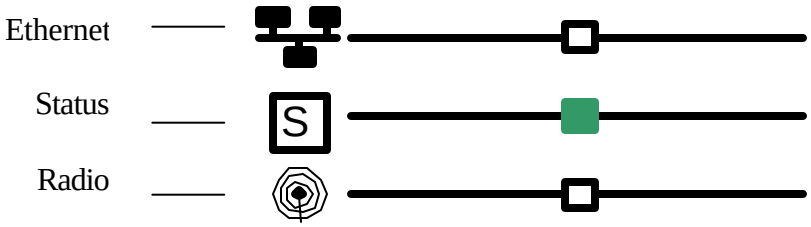

Figure 3-15 Wireless Bridge Top Panel
(2) There are also three LEDs on the top of the bridge. (Figure 3-15)
c. There are also three lights on the top of the bridge. They are visible just under the front of the second section of the CBM chassis. Figure 3-15.
(1) The center light (**Association Status**) indicates that the bridge is associated with at least one other radio.